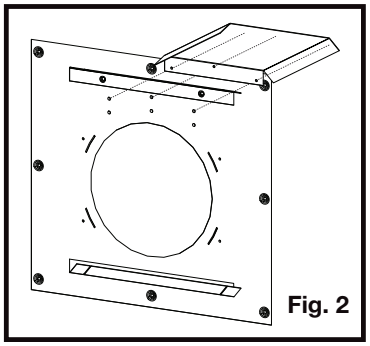

Fig. 2
2. Installez un écran protecteur sur le dessus d’une côté de l’espaceur coupe-feu (Figure 2).